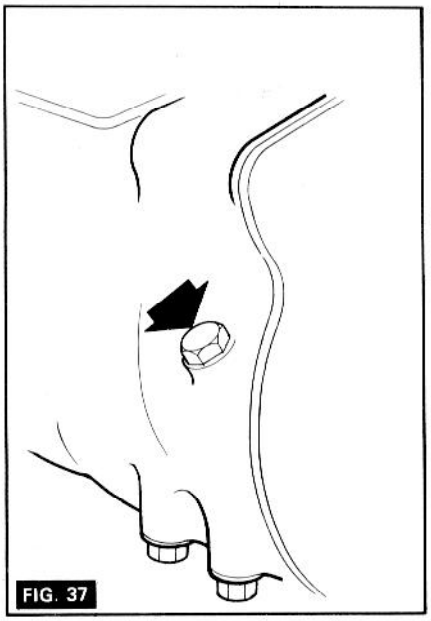

FIG. 37
5. Faire le plein du carter par l'orifice (Fig. 37) avec l'huile préconisée (5,7 litres).